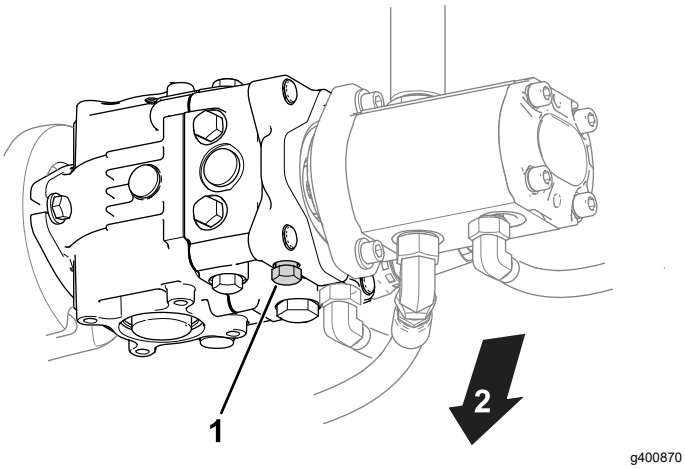

Figure 24
1. Trouvez la vanne de dérivation sur la pompe (Figure 24).